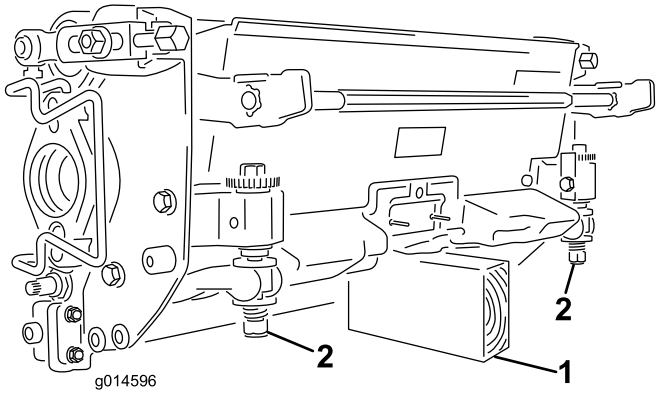

**Figuur 28**
**Belangrijk: Als u het maaidek moet kantelen, ondersteun de achterkant van het maaidek dan om te verzekeren dat de moeren van de instelschroeven van de snijbalk niet op het werkvlak rusten (Figuur 28).**